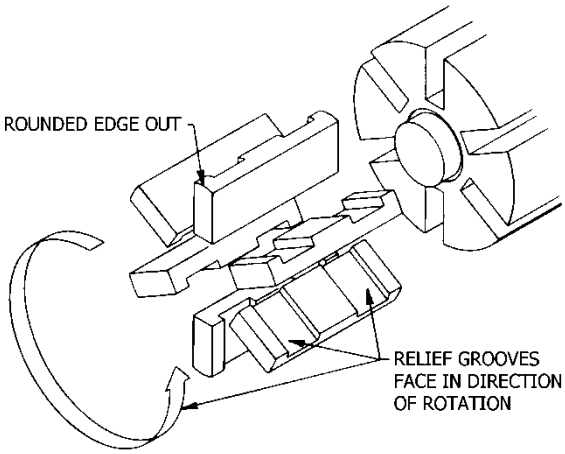

Figure 4 – Vane Replacement
4. Install a new vane, ensuring that the rounded edge is UP, and the relief grooves are facing towards the direction of rotation. See Figure 4.
4. Install the head (20) on the outboard side of the cylinder. Install and snug up four head capscrews (21) 90° apart.
5. Hand pack the ball bearing (24) with grease. Refer to "Lubrication" in the Pump Maintenance Section for the recommended grease.
8. Remove the vanes (14) and push rods (77) from the rotor and shaft assembly. Inspect for wear and damage, and replace as follows:
a. Partially install the non-driven end of the rotor and shaft (13) into the open side of the pump cylinder.
b. Leave part of the rotor outside of the cylinder so that the bottom vanes can be installed and held in place as the push rods are installed in the push rod holes of the rotor. Insert the new vanes into the rotor slots with the rounded edges outward, and the vane relief grooves facing TOWARDS the direction of rotation. Refer to Figure 4 in “Vane Replacement.”